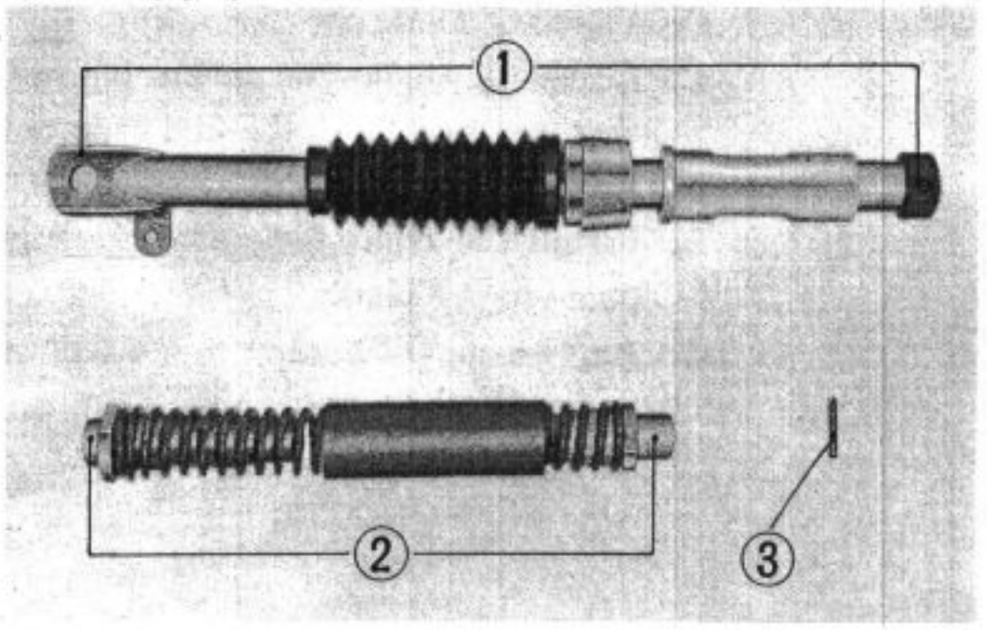

Fig. 4-17
1. Pull out the shock absorber pin with the front shock absorber pin remover (Tool No.07944-0980000). Now the front shock absorber assembly can be disassembled in the states A and B in Fig. 4-17.